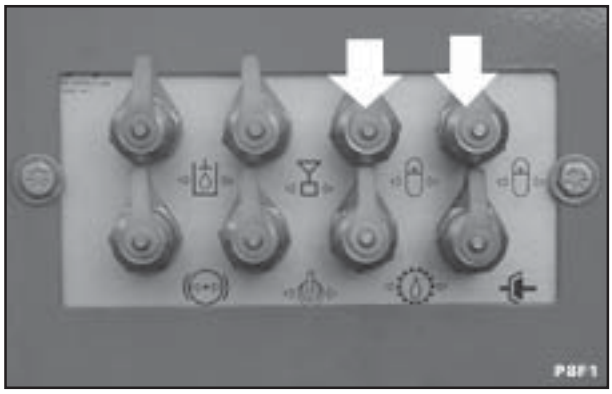

Fig. 1
2. Instale dois manômetros de 207 bar (3000 psi). As tomadas de teste dos acumuladores estão localizadas na saia direita do chassi (setas - fig.1).